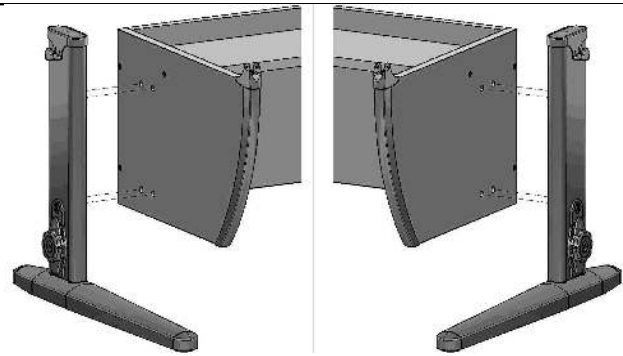

Рис. 6
4.3.1. Вставить левую стойку (сборка по п. 4.2.) в основание стола (сборка по п. 4.1.) согласно рис. 6.